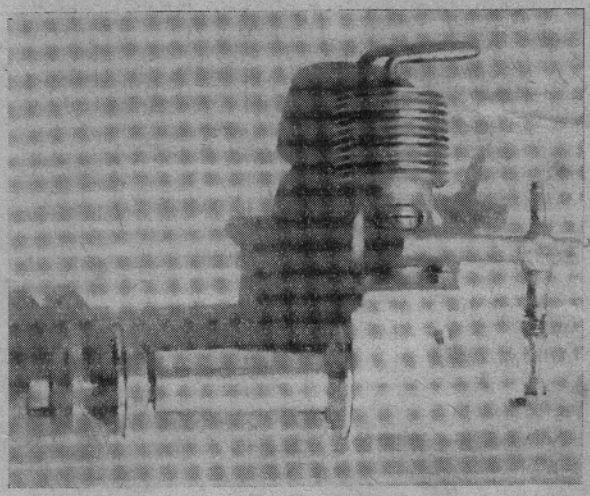

Rys. 20. Silnik modelarski z zasysaniem mieszanki przez tłok
a) Rysunek 20 — zasysanie mieszanki przez tłok. Rura ssąca (gaźnik) zamocowana jest do cylindra. W cylindrze znajduje się otwór (szczelina), którą tłok otwiera i zamyka okresowo zasysając w ten sposób mieszankę. System ten jest najstarszym sposobem i już bardzo przestarzałym. Obecnie już się go nie stosuje — chyba do silników szkolnych. Silniki posiadające ten system zasysania nie rozwijają dużych obrotów. Najwyższe obroty nie przekraczają 6000 obr/min. Pociąga to za sobą bardzo niską moc.